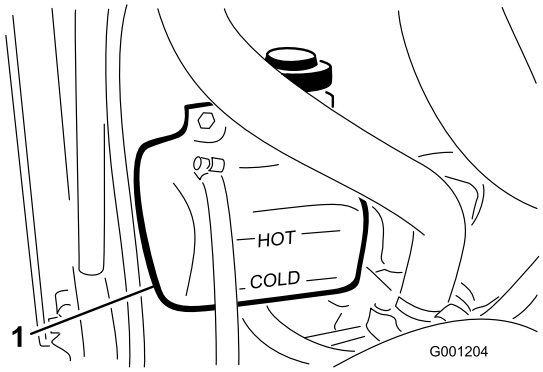

Figur 73
1. Kontroller kølevæskestanden i ekspansionsbeholderen (Figur 73).